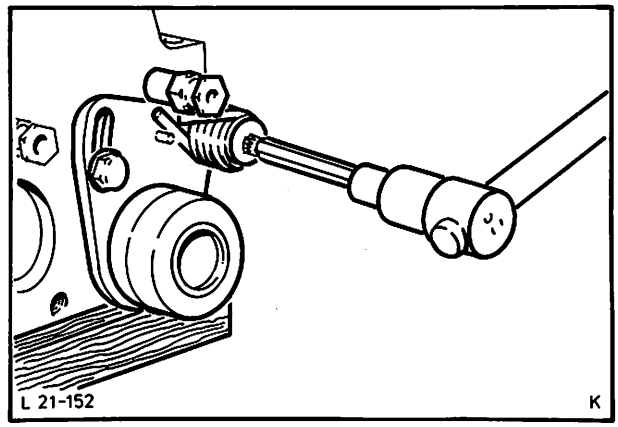

Abb. 219 Zahnriemenspanner mit Spezialwerkzeug 21-012 abbauen
9. Zahnriemenspanner (2 Schrauben, 1 Feder) mit Spezialwerkzeug 21-012, Abb. 219, und Distanzschrauben-Zahnriemenschutzblech (2) abbauen.